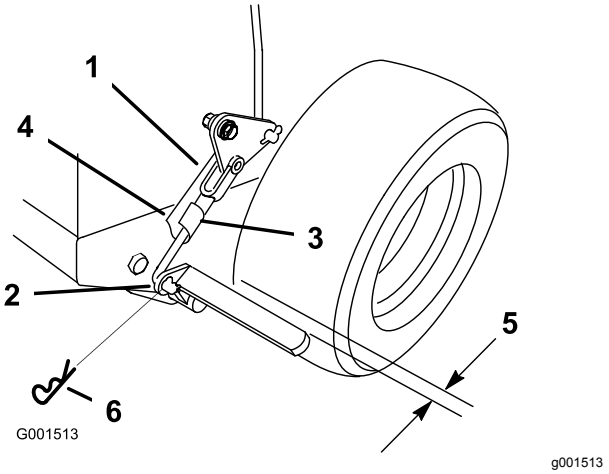

Figuur 44
3. Verwijder de haarspeldveer uit de onderste remkoppeling (Figuur 44).
4. Draai de gaffel van de onderste remkoppeling rechtsom om de parkeerrem vaster te draaien en draai de gaffel linksom om de parkeerrem lossen te draaien (Figuur 44).
Opmerking: Met de parkeerrem in vrijstand bedraagt de afstand tussen de band en de platte stang ongeveer 6 mm (Figuur 44).
5. Zet de onderste koppeling vast aan het onderste deel van de remhendel met de R-pen en de gaffelpen (Figuur 44).